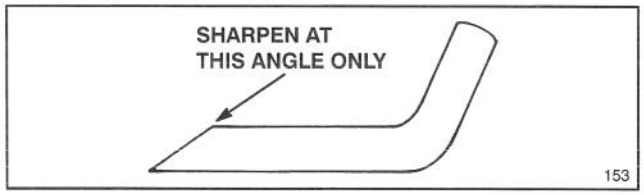

Figure 26
9. SHARPENING BLADE—Using a file, sharpen top side of blade and maintain original cutting angle (Fig. 26). The blade will remain balanced if same amount of material is removed from both cutting edges.